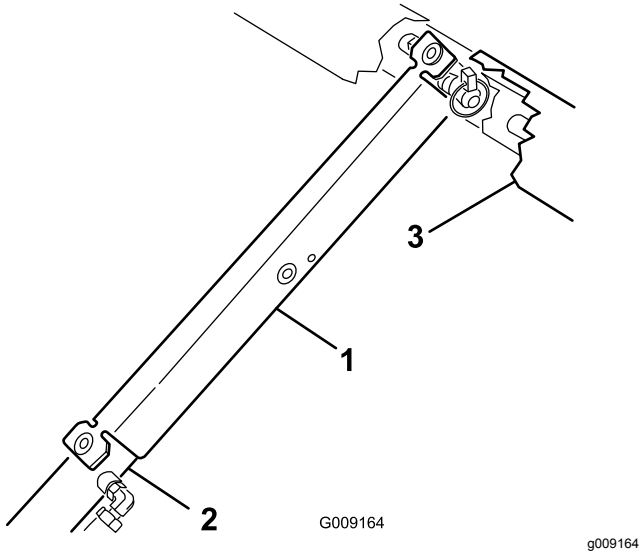

Figur 13
3. Skyv støttepilaren for lasteplanet på sylinderstangen. Påse at pilarendene hviler på enden av sylinderløpet og sylinderstangen (Figur 13).